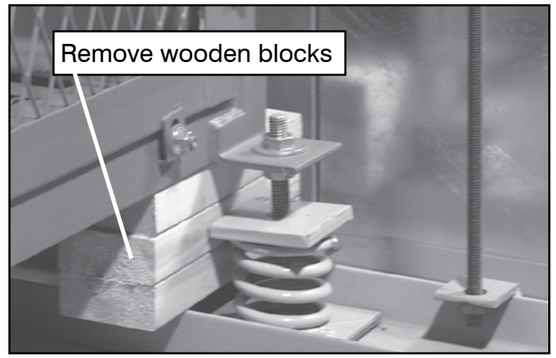

FIGURE 26. Fan shipping restraints located at the base of the fan.
2) Remove wooden blocks and any shipping restraints and discard (See **FIGURE 26**).